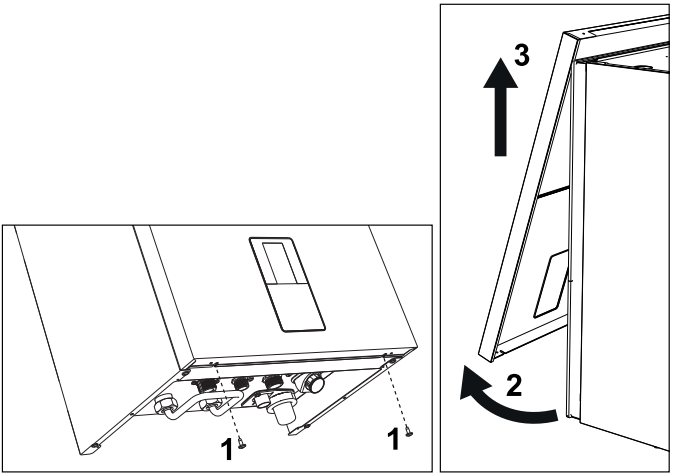

fig. 43 - Apertura pannello frontale
1. Svitare le viti “1” (vedi fig. 43).